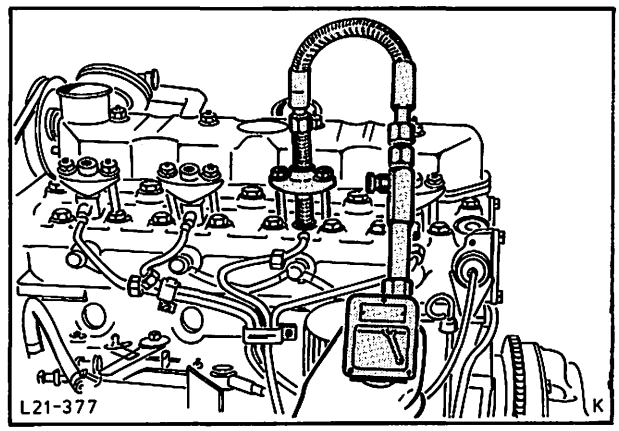

Abb. 5 Verdichtungsdruck prüfen
5. Verdichtungsdruck-Prüfgerät mit neuem Diagrammblatt in der jeweiligen Einspritzdüsenbohrung befestigen, Abb. 5, und so lange starten, bis der Zeiger des Prüfgerätes nicht mehr ansteigt (Verdichtungsdruck siehe Technische Daten).